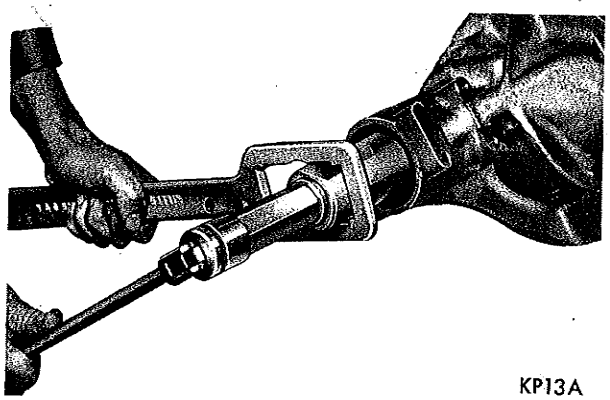

*Fig. 25—Seating the Bearing Cups in Carrier Housing*
(2) Place front pinion bearing cone over main screw of tool followed by compression sleeve SP535, centralizing washer SP534, and main screw nut SP533. Hold compression sleeve with the companion flange holding Tool C-3281 and tighten nut (Fig. 25) allowing tool to rotate as nut is being tightened in order not to brinnel bearing cone or cups. **Do not remove tool after installing cups.**